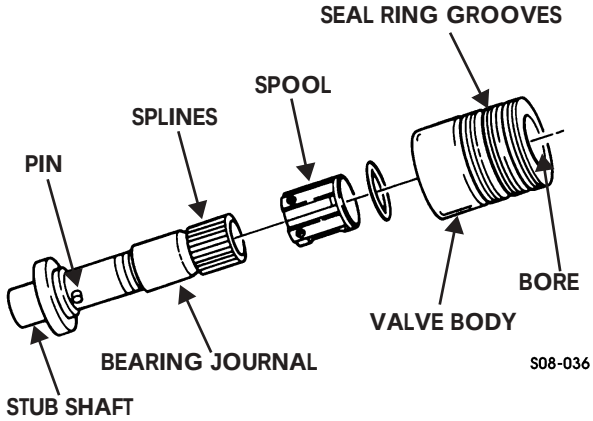

Figure 8-45: Valve Body
1. Inspect valve body for burrs, chipped or broken seal ring grooves, scoring or inner bore wear. Repair minor burrs and scoring with crocus cloth. Valve body bore maximum I.D. is 1.1557 in. (29.355 mm) and valve body minimum O.D. is 2.0150 in. (51.181 mm). Replace valve body if worn or unrepairable (Figure 8-45).